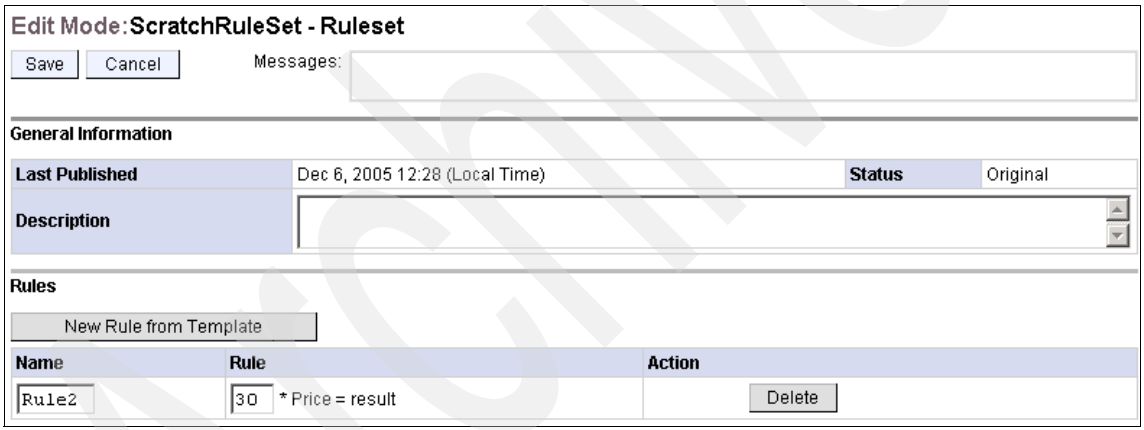

Figure B-17 The Rule Set in edit mode
8. Click the **Edit** button to update the value (Figure B-17).